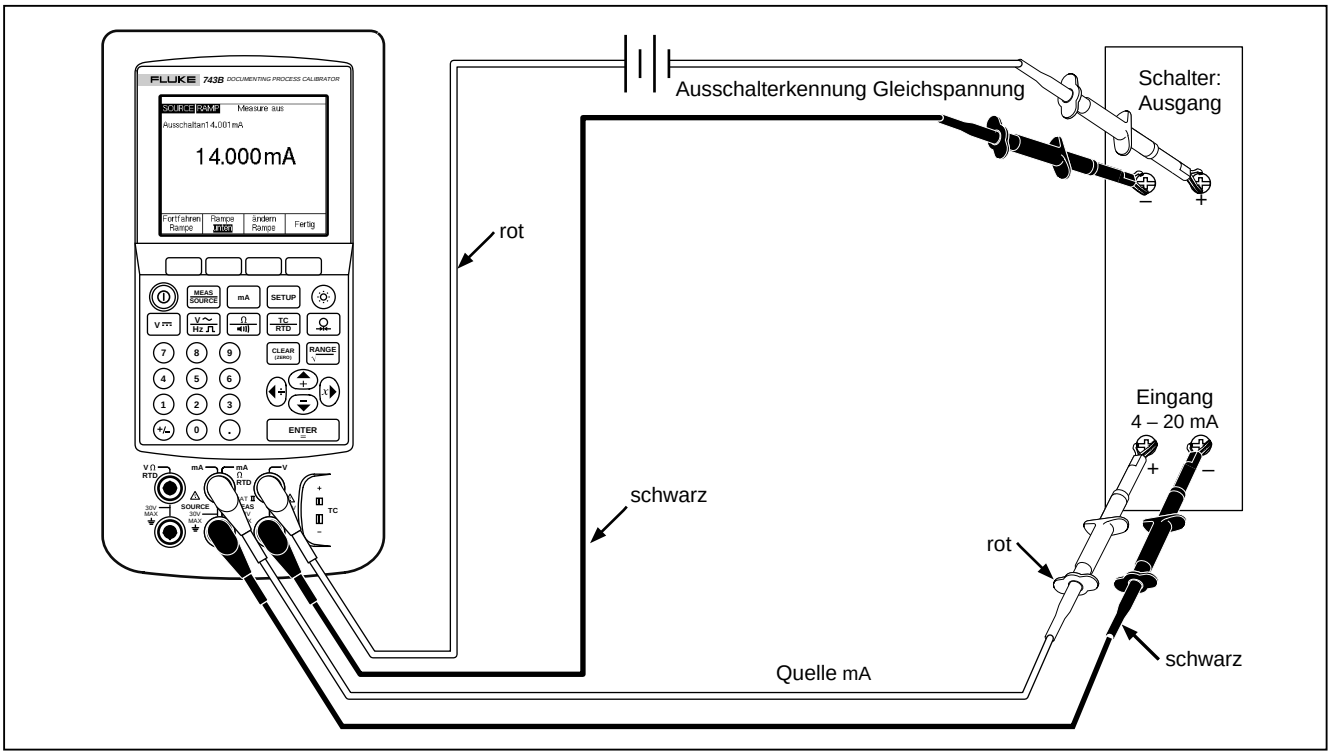

Abbildung 22. Überprüfung des Abschaltalarmschalters
1. Anschließen des Kalibrators an den zu testenden Stromkreis. Siehe dazu frühere Abschnitte wie z. B. “Quellen elektrischer Kenngrößen” sowie das Beispiel in Abbildung 22.